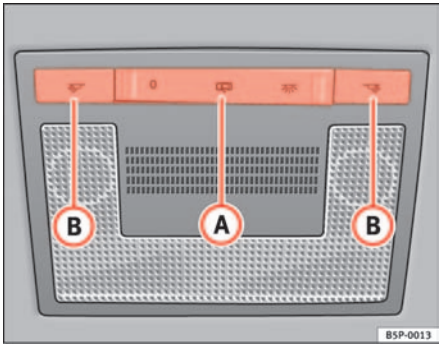

Fig. 81 Detail of the roof: Front reading light
The switch (A) ⇒ fig. 81 is used to select the following positions:
Turn the knob to the position O⇒ page 115, fig. 81.